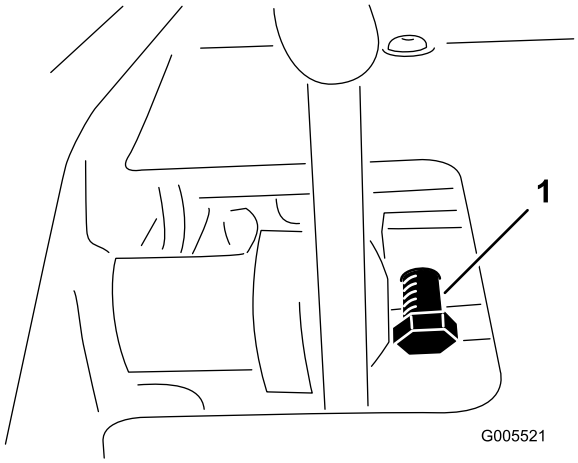

Figur 54
1. Løsn kontramøtrikken på pedalens låsebolt (Figur 54).